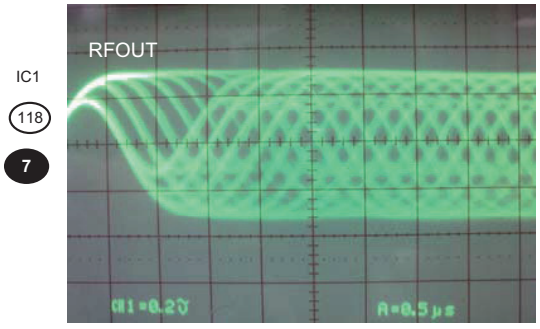

Figure 3
2. Is the RF waveform normal? (Waveform drawing Figure 3)